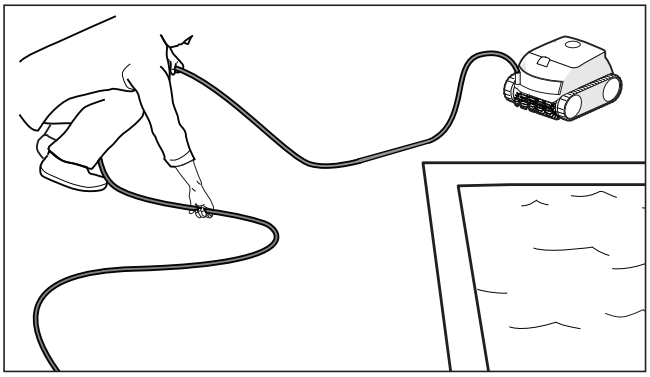

Figure 14. Démêler le câble d'alimentation
2. En commençant par la tête du nettoyeur, démêlez tous les enchevêtrements du câble. Posez le câble au soleil pour libérer toute mémoire enchevêtrée (Voir la figure 14).